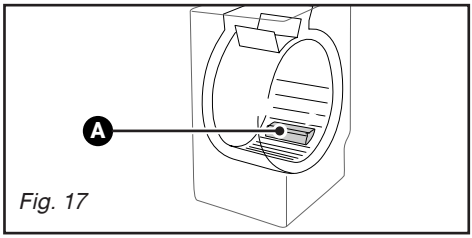

Fig. 17
– ouvrez les portillons du tambour. Au fond de ce dernier vous voyez apparaître une pièce en plastique **A** *(Fig. 17)*